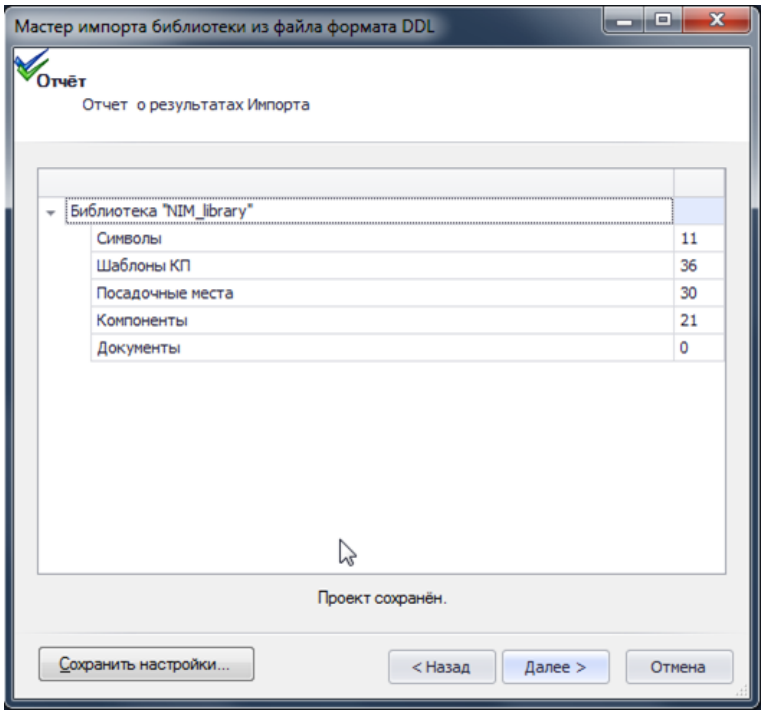

Рис. 107. Отчет об импортированных данных
8. В следующем окне мастера окне будет представлен отчет о количестве импортированных элементов библиотеки, см. Рис. 107.